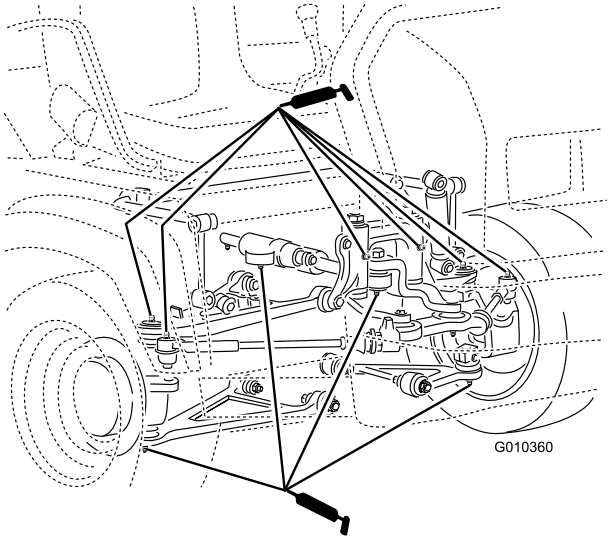

Figuur 39
- Kogelverbindingen (4), trekstangen (2), bevestigingsbeugel (2) en stuurcilinder (2); zie Figuur 39